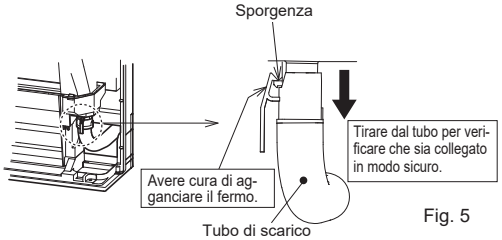

Fig. 5
- Inserire il tubo di scarico fino alla base della bacinella di scarico (fine collegamento). (Fig. 5)